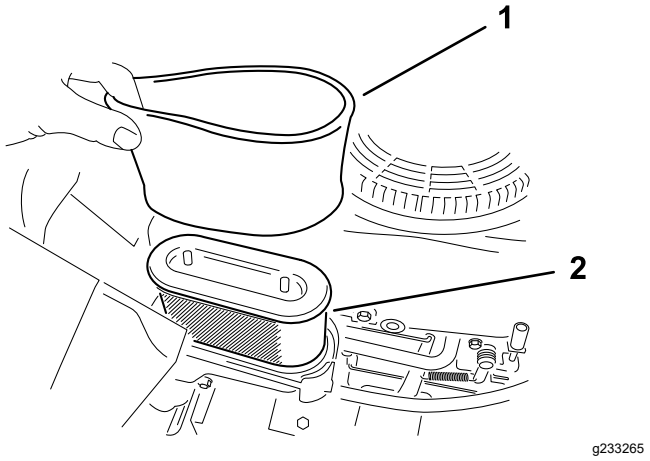

Figuur 39
5. Verwijder voorzichtig het schuimelement en het papierelement uit de behuizing van het luchtfilter (Figuur 39).
Opmerking: Als het papierelement zeer vuil is, vervang het dan (Figuur 39).
1. Monteer het schuimfilter op het papieren filterelement (Figuur 39).